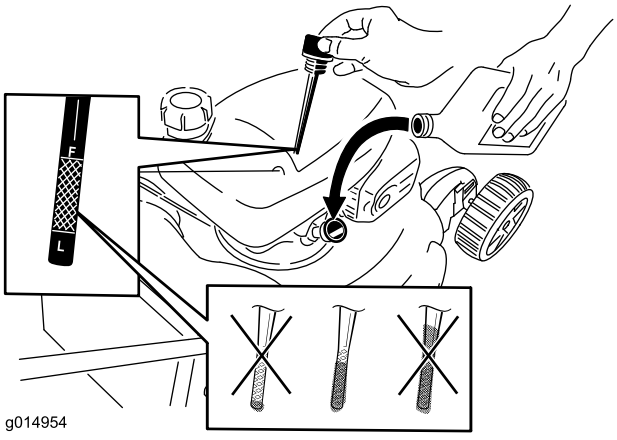

Figur 7
1. Ta bort oljestickan (Figur 7).
2. Häll **långsamt** olja i påfyllningsröret och kontrollera nivån med oljestickan med jämna mellanrum tills oljestickan visar att motorn är full, i enlighet med Figur 7. **Fyll inte på för mycket.** (Maximal påfyllning: 0,55 l), **typ: SAE 30-fordonsolja** med API-klassificering SL, SM eller högre. SAE 10W30 kan användas om inte SAE 30 finns till hands.)